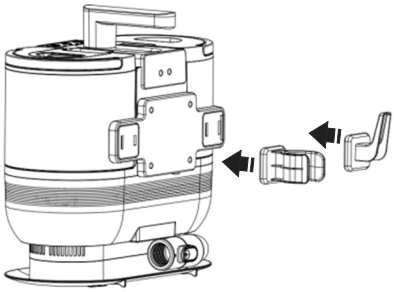

Fig. 2
3. Insert the cleaning tool holder and power cord organizer directly onto the back of the main unit as shown (Fig. 2) until they snap into position. Ensure that the cleaning tool holder and power cord organizer are aligned correctly.